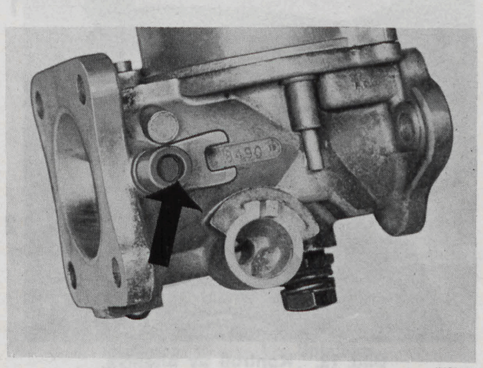
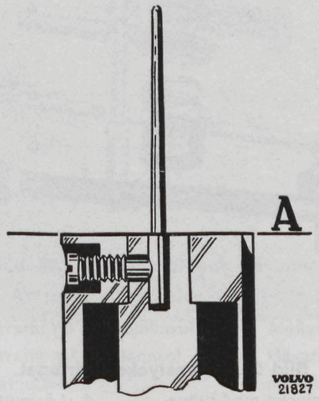

Bild 23. Medbringargaffelns läge.
Bild 24. Infästning av bränslenål.
7. Sätt på medbringargaffeln enligt bild 24 (spjället helt stängt, varvtalsskruven utskruvad). Se till att ett spel av 1,5 mm erhålls mellan medbringargaffel och spjällhus. Borra med medbringaren i läge enligt bild 23 och ett 3,0 mm borr, ett hål för låsstiftet, (hålet borras i rät vinkel mot förgasarens längdaxel när spjället är stängt) igenom spjällaxeln. Avlägsna spånor, sätt dit medbringargaffel och låsstift.
1. Montera bränslenålen enligt bild 24. Endast den koniska delen av nålen skall ligga utanför kolven.